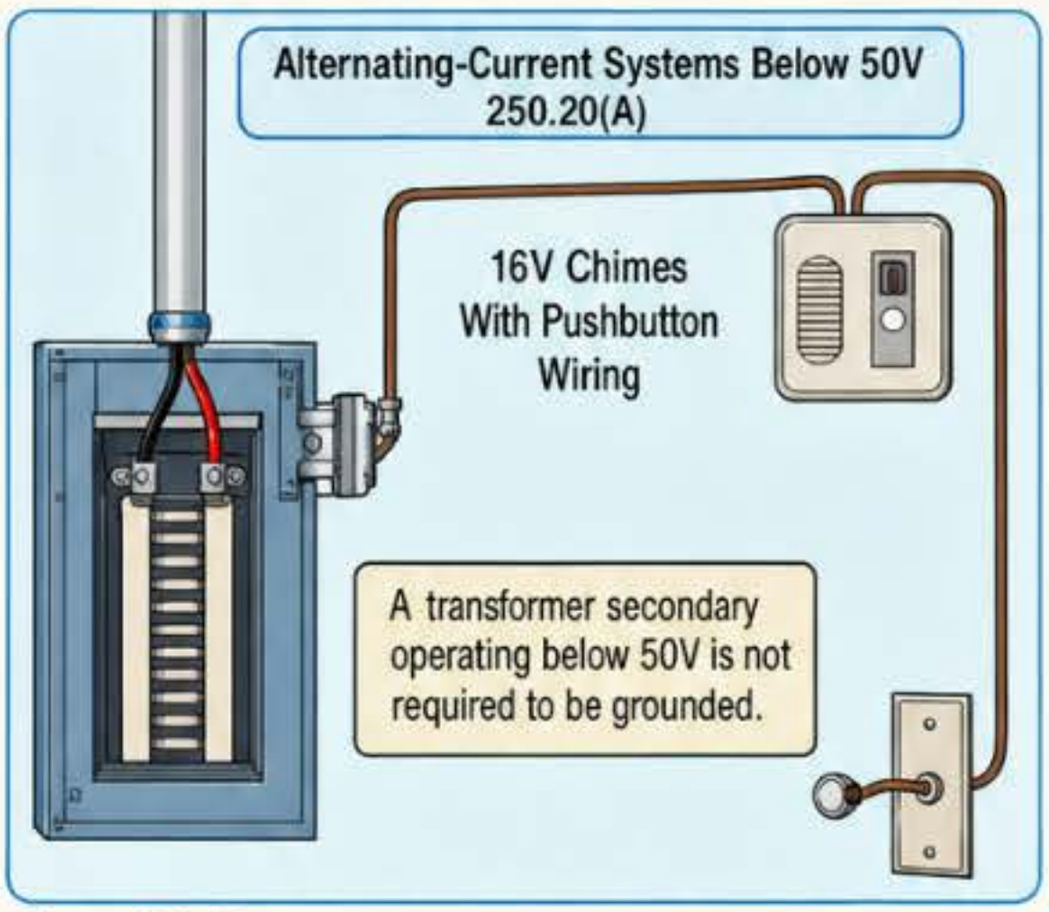

Figure 250–43
(A) Alternating-Current Systems Below 50V. The secondary of a transformer operating below 50V is not required to be grounded or bonded in accordance with 250.30 unless the transformer's primary supply is from: Figure 250–43